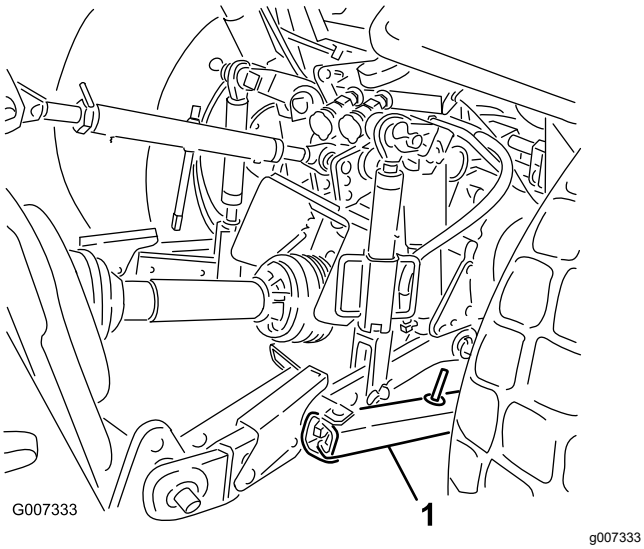

Figura 28
1. Regolate le staffe di oscillazione sui bracci di sollevamento inferiori in modo tale da limitare lo spostamento laterale a un massimo di 25 mm su ogni lato (Figura 28).